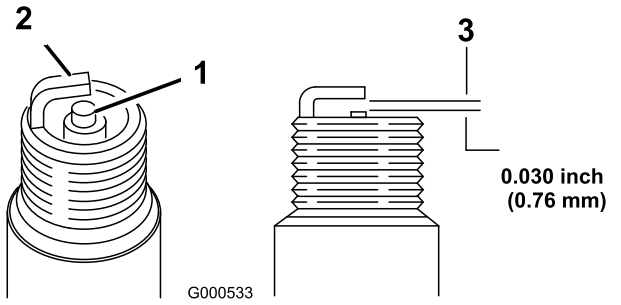

Figur 35
11. Juster åpningen på tennpluggen til 0,76 mm (Figur 35).